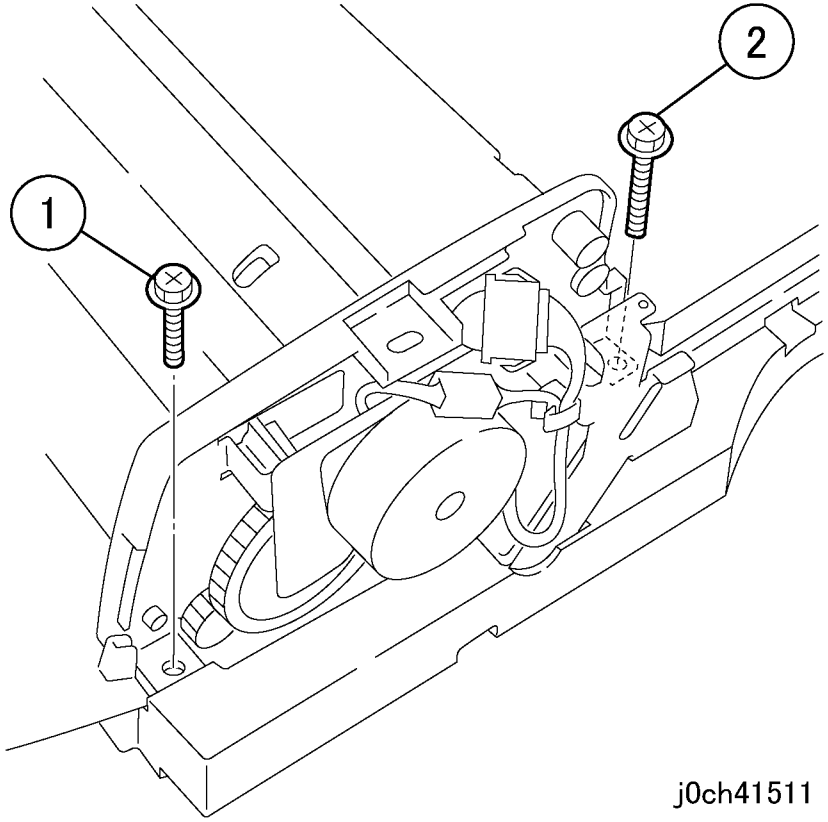

Рисунок 4 Отворачивание винтов (j0ch41511)
8. Отверните винты спереди (рисунок 4).